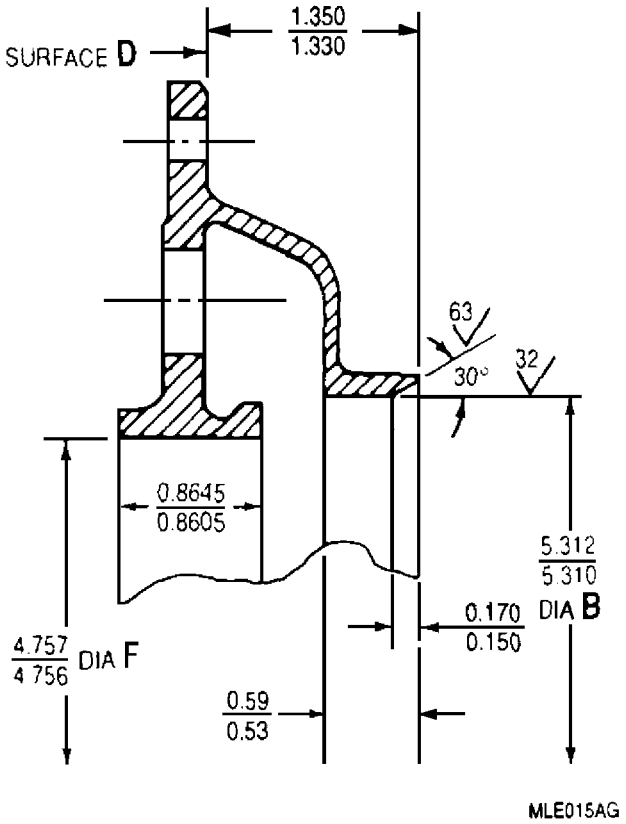

Figure 1. Turbine Front Bearing Support Repair
a. Machine seal bore, Diameter B, to remove wear step only, do not exceed a diameter of 5.340 in. (figure 1).
b. Clean up Diameter F. Diameter must not exceed 4.767 in. (figure 1).